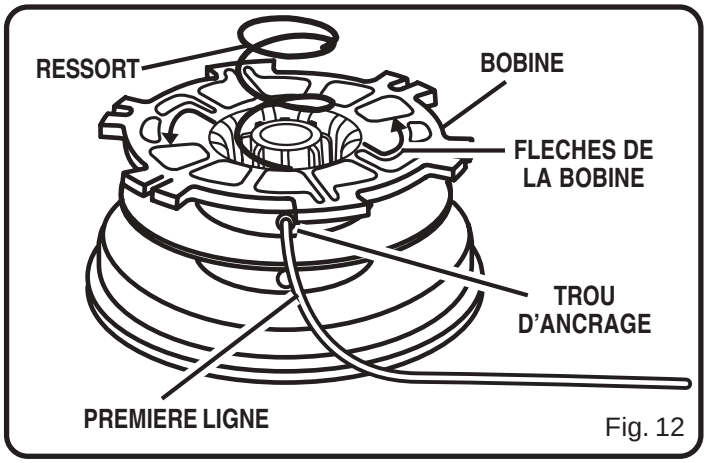

Fig. 12
*Voir les figures 12, 13, 14 et 15.*